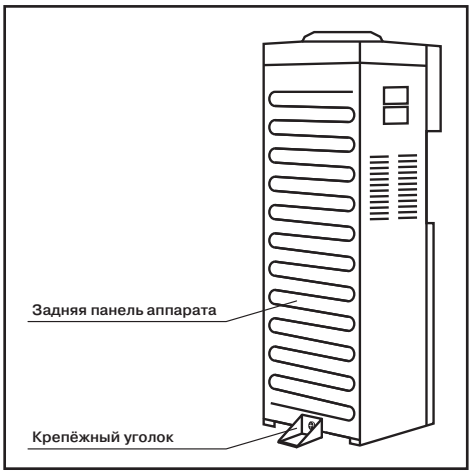

**Рис. 2. Фиксация аппарата**
Во избежание падения аппарата, закрепите аппарат, следуя инструкциям на рис. 2 и 2а.
**Рис. 2а. Фиксация аппарата**